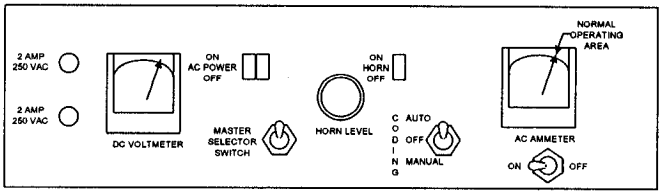

Figure 5-2
c. Turn on the ammeter in the power supply. Hold the Coding Switch in the MANUAL position and note if the current is within the green range of the meter (approximately 9 amps. Note: some aids are set at a lower current to reduce range. Usually the meter is marked with the correct setting, otherwise consult the aid file). Adjust the Horn Level control if its out of range (Figure 5-2).